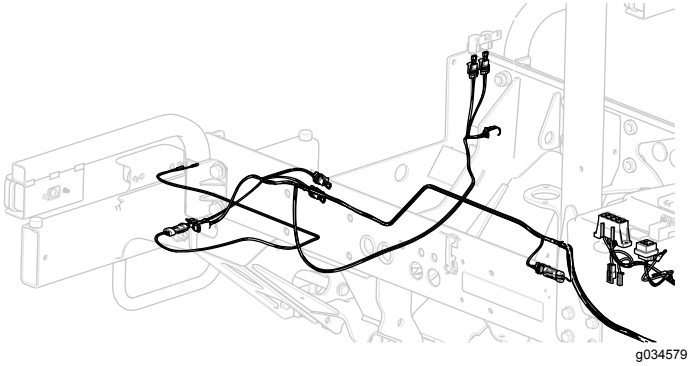

Figura 30
18. Enrute el arnés de cables trasero derecho por debajo del lado derecho de la unidad de tracción hasta la luz trasera derecha (Figura 30).
20. Enrute el arnés de cables trasero izquierdo por debajo del lado izquierdo de la unidad de tracción hasta la luz trasera izquierda (Figura 30).